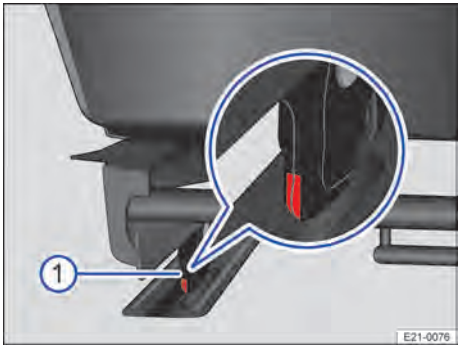

**Fig. 68** Tercera fila de asientos: indicador del bloqueo dispuesto en el piso.
El asiento está encastrado correctamente cuando en el indicador de bloqueo del piso → fig. 68 ① **no** se ve la marca roja → ⚠.